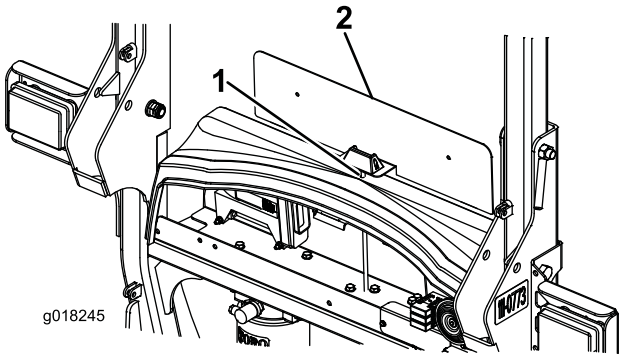

Figur 8
1. Bor et hul med en diameter på 8 mm midt på plastkantpladens skærm, ca. 40 mm fra kanten. (Figur 8).